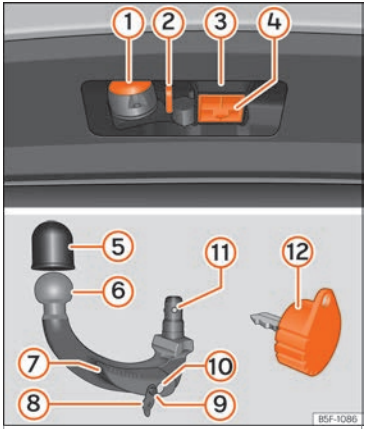

Fig. 169 The towing device supports trailers / tow hook / key
- **The top part of the hook housing is greased ››› Fig. 169 ③. When using the device, make sure that it has not been removed.**
- Remove the hook housing cap ››› Fig. 169 ④ downwards.
- Fit cover ④ ››› Fig. 169 onto its housing.